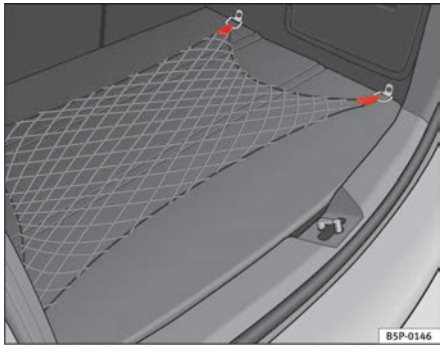

Fig. 107 Retaining net
– Use the fastening rings located on the side of the luggage compartment to attach the retaining net ⇒ fig. 107.